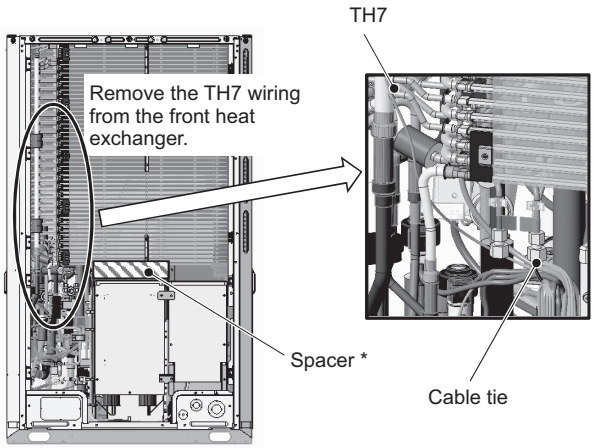

Figure 13
(16) Remove the TH7 wiring from the front heat exchanger by cutting the cable tie. (See Figure 13.)